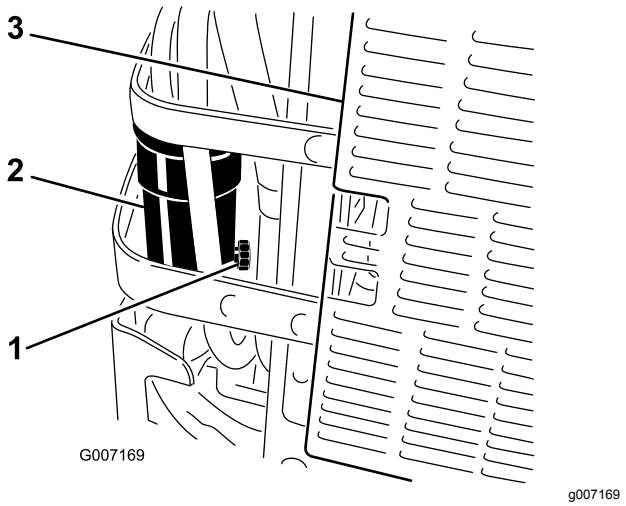

Rysunek 65
6. Aby spuścić wodę i inne zanieczyszczenia, odkręć zawór spustowy separatora wody o około 1 obrót (Rysunek 65).
7. Zamknij zawór spustowy dopiero, gdy zacznie wypływać sam olej napędowy (Rysunek 65).